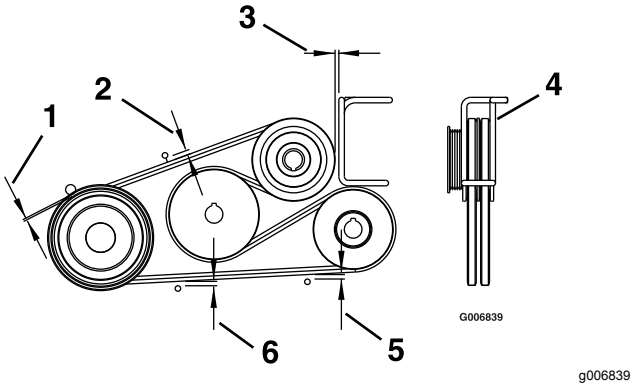

Figuur 63
4. Stel de riemgeleiders in zoals in Figuur 63.